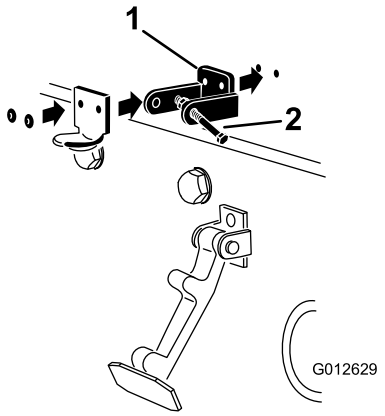

Figura 8
3. Alineando los taladros de montaje, coloque el cierre de seguridad para CE y el cerradero sobre el capó. El cierre de seguridad debe estar en contacto directo con el capó (Figura 8). No retire el conjunto de perno y tuerca del brazo del cierre de seguridad.
5. Remache el seguro de cierre, el cerradero y las arandelas al capó (Figura 8).